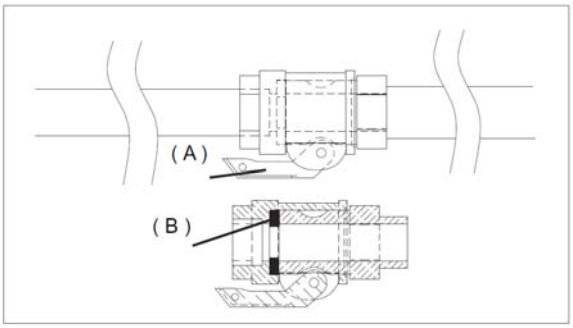

FIG8
(B) is fitted as shown in fig.8.